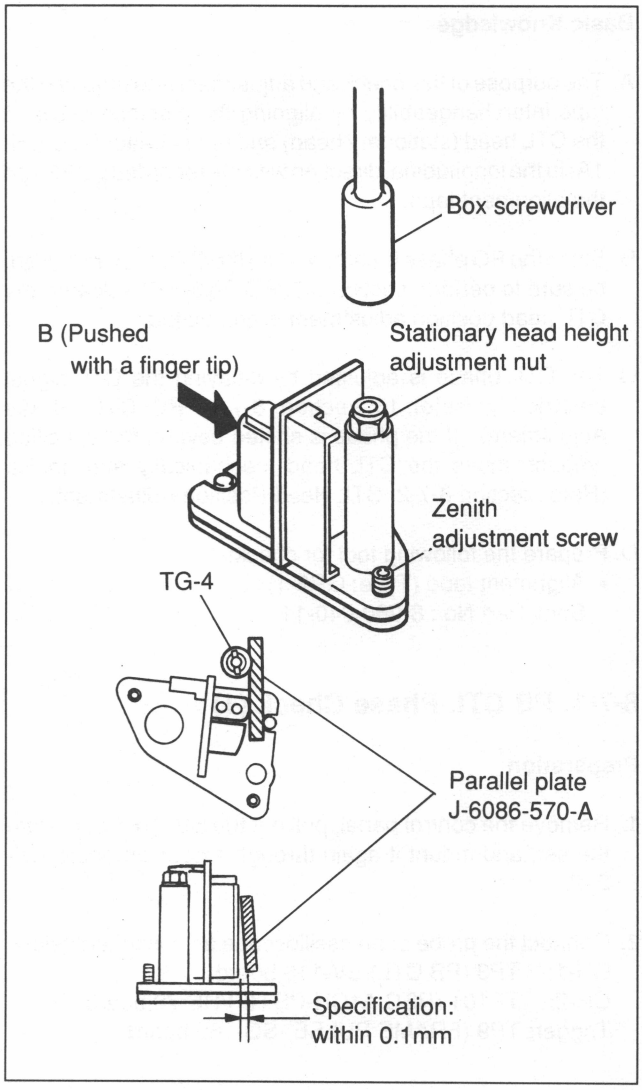

Fig. 8-6-4. Stationary Head Height and Zenith Adjustments
3. Turn the zenith adjustment screw gradually in the clockwise direction so that the difference of the playback CUE level (CH-1: TP17) when position B (the upper part of the CUE head) shown in Fig. 8-6-4 is pushed in the direction indicated by the arrow and is not pushed is within 10%.
4. Put the parallel plate so that it is parallel to the TG-4 guide and stationary head, and check that the zenith of the stationary head satisfies the specification shown in Fig. 8-6-4. If the specification is not satisfied, turn the zenith adjustment screw, then adjust.